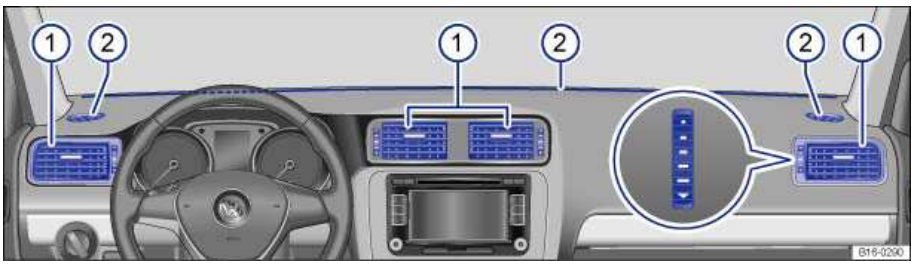

Fig. 143 In the instrument panel: Air vents.
To help ensure sufficient heating, cooling, and ventilation in the passenger compartment, never close the air vents completely ⇒ fig. 143 (1).